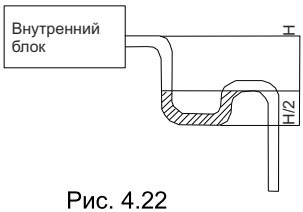

Рис. 4.22
(5). При большом расходе воздуха внутреннего блока может возникнуть отрицательное давление, что приводит к обратному всасыванию со стороны блока. Поэтому рекомендуется установить U-образные сифоны на дренажном трубопроводе каждого внутреннего блока (Рис. 4.22).